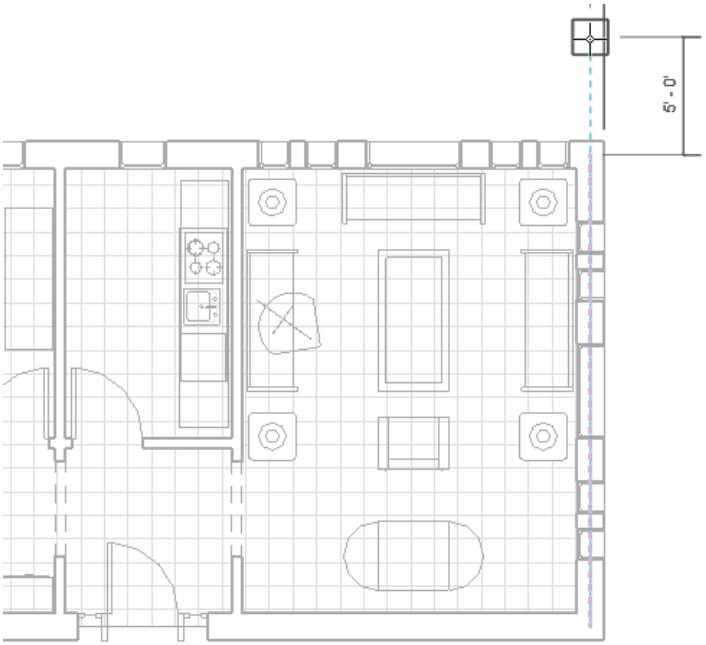

Figure 16-65 *Adding structural elements to the Design Option 1*
5. Move the cursor near the top right corner of the floor plan and click when the vertical dimension in the upward direction displays **5'-0"** (1500 mm) and the wall centerline is displayed, as shown in Figure 16-65. Now, exit from the **Modify | Place Structural Column** tab by choosing the **Modify** button from the **Select** panel.